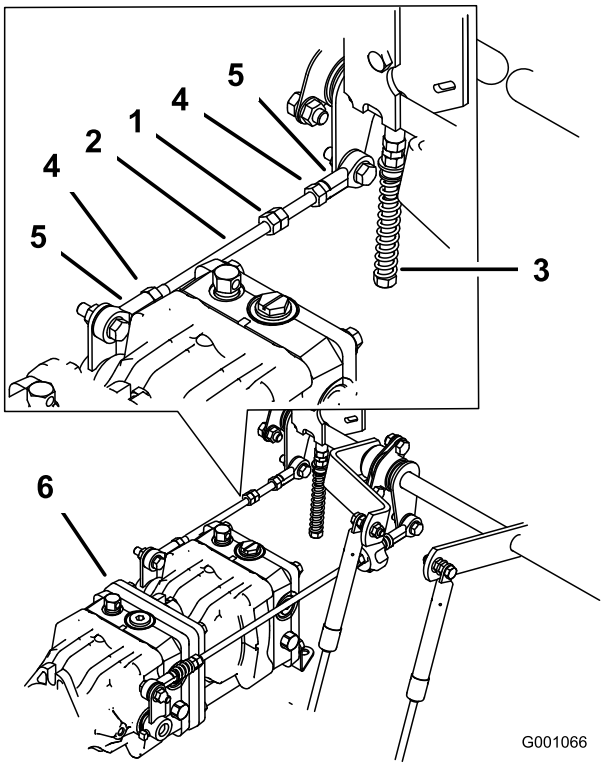

Figuur 82
1. Draai de borgmoeren op de kogelverbinding op de bedieningsstang van de pomp los (Figuur 82).
3. U stelt de lengte van de pompstang af door de dubbele moeren op de stang in de juiste richting te draaien, totdat de het wiel stil staat of iets achteruit kruipt (Figuur 82).
6. Draai de borgmoeren op de kogelverbindingen vast (Figuur 82).